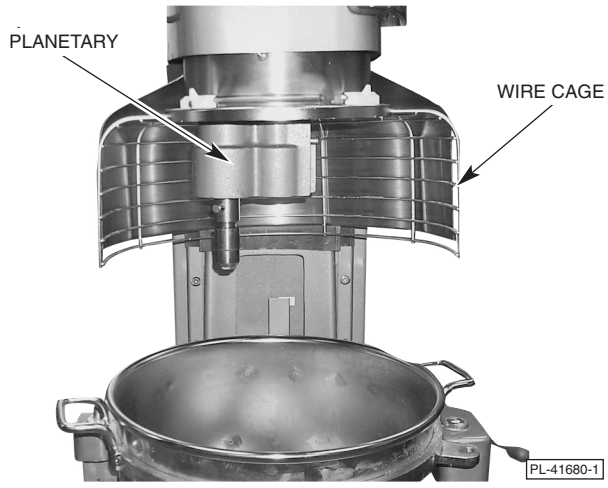

Fig. 5
2. Run the mixer to bring the Planetary in position as shown in Fig. 5.
1. Run the mixer to bring the Planetary in position as shown in Fig. 5.